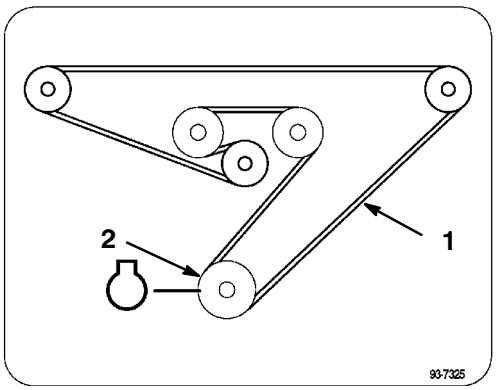

Abbildung 6
8. An der Führungsrolle ziehen, um die Riemenspannung zu reduzieren, und den Mähwerkantriebsriemen in der oberen Motorantriebsscheibennut anbringen (Abb. 6).